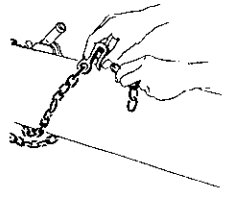

FIG. 32
1. *Cross* the long chain under the pipe as in Fig. 32 (dig a channel for chain if pipe barrel is on levelled trench bottom).